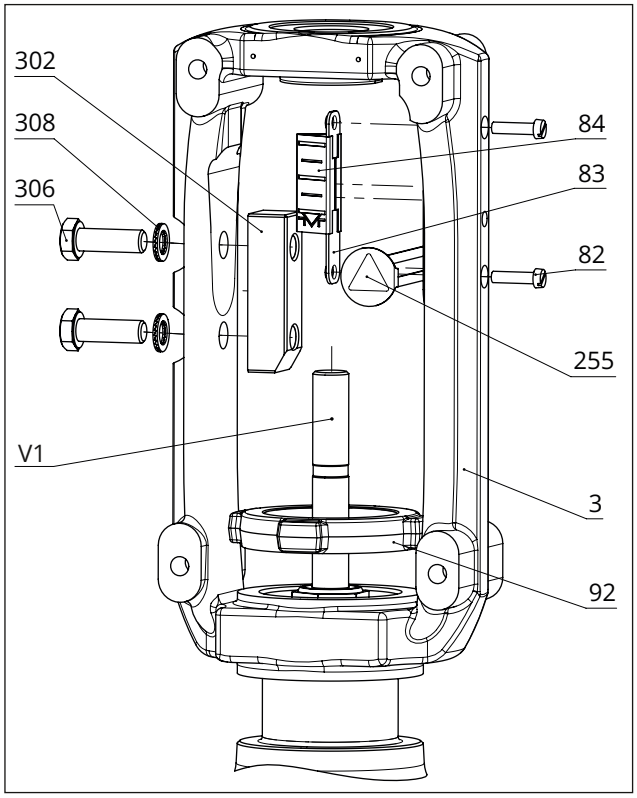
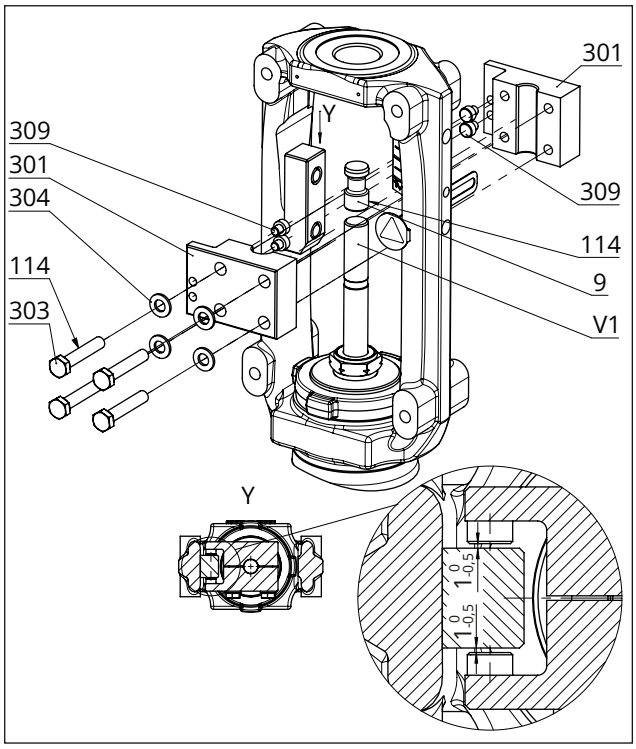

**Fig. 24:** *Overview of yoke assembly with travel indicator scale in the special version*
**Fig. 25:** *Overview of anti-rotation fixture assembly in the special version*
See Fig. 24 and Fig. 25
– There is a nominal clearance of 0.5 to 1 mm between the sliding washers and their contact surface on the yoke on each side (see detailed view Y in Fig. 25).